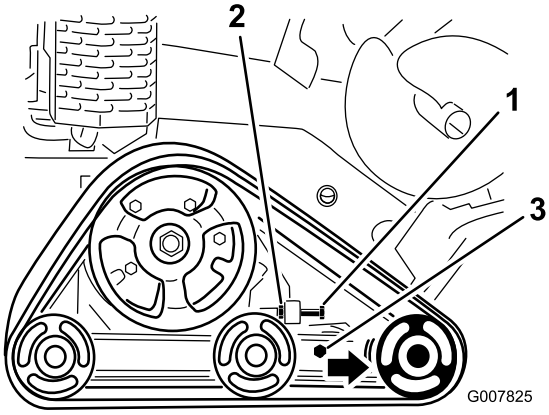

Figur 48
3. Lossa kontramuttern på larvbandets spännbult och klämbultarna på spännarmen (Figur 48).
4. Dra åt spännbulten till 32,5–40,7 Nm så att larvbandet späns (Figur 48).
4. För spännbulten och kontramuttern bakåt (Figur 48).
5. Lossa klämbultarna (Figur 48).